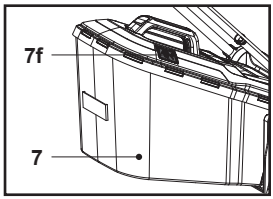

**Fig. 13**
2. Cuando la trampilla (7f) se cierra, el recogedor de hierba (7) está lleno y debe vaciarse (Fig. 13).